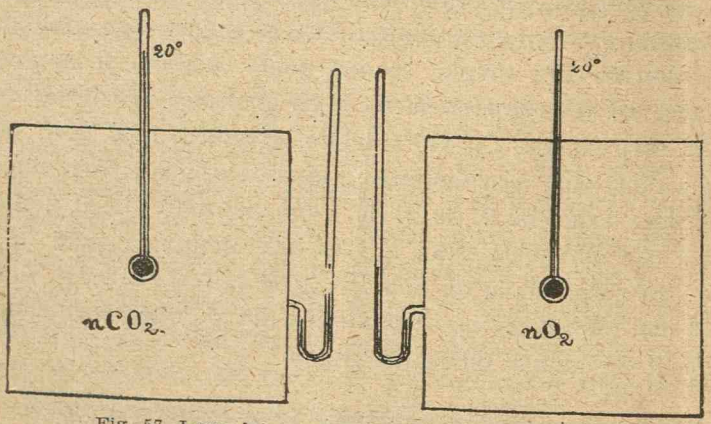

Fig. 57. Legea lui Avogadro după J. H. van't Hoff.
J. H. van't Hoff (1852-1911), marele chimist olandez laureat cu premiul *Nobel* pentru descoperirile mari ce le-a făcut în chimie, a concretizat legea lui *Avogadro* prin fig. 57. Pătratele egale închipuesc volume egale, termometrele arată aceeaș temperatură, manometrele arată aceeaș presiune, iar *n* arată acelaș număr de molecule.